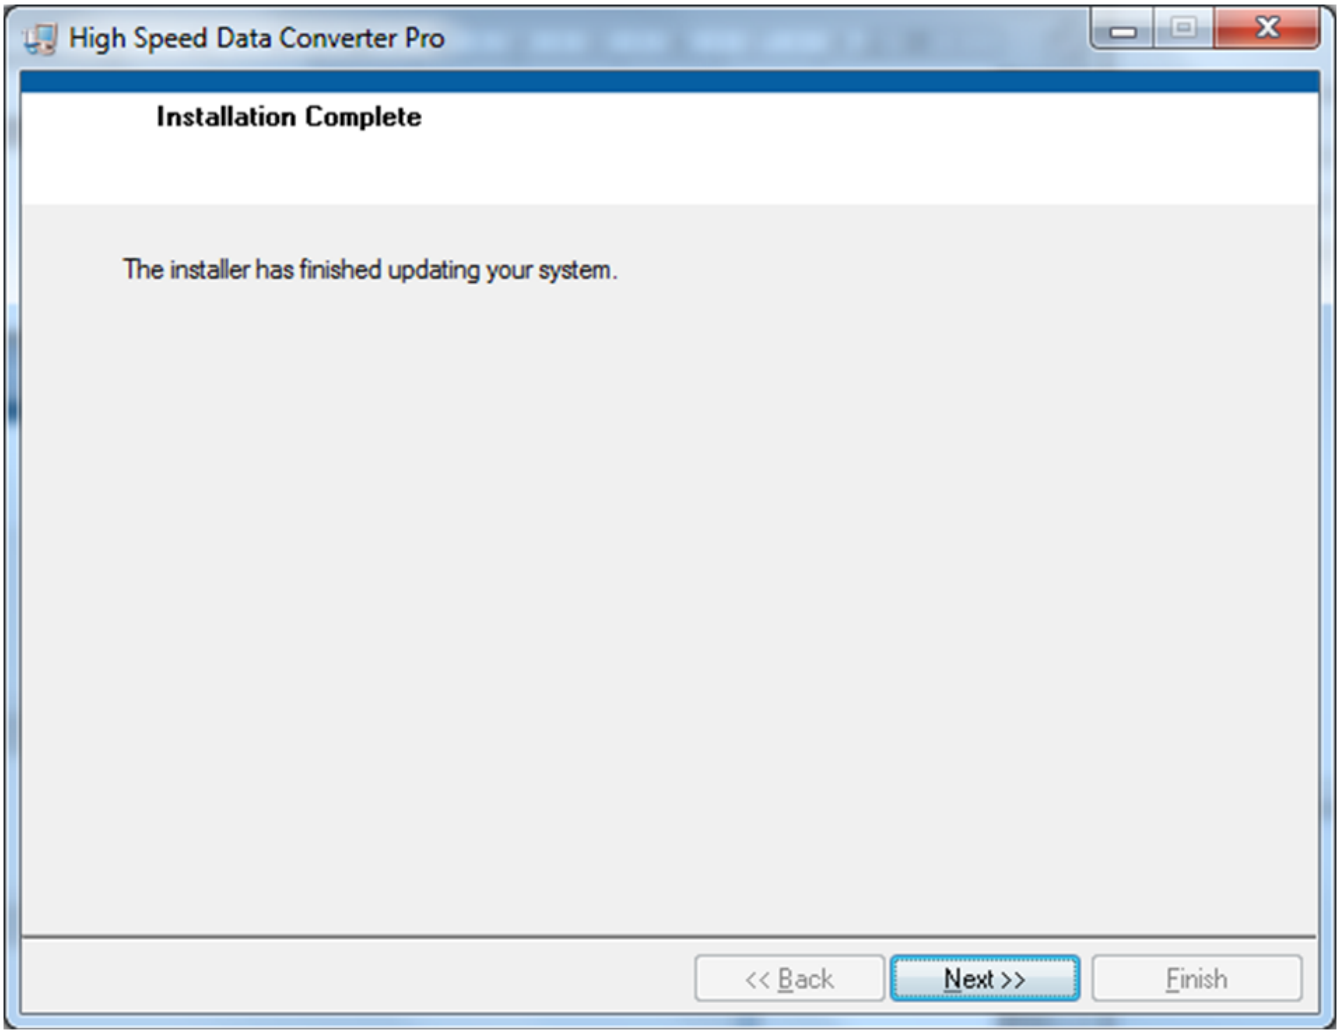

Figure 29. HSDCPro Install (Installation Complete)
- The window shown in Figure 29 appears indicating *Installation Complete*. Press the *Next* button.